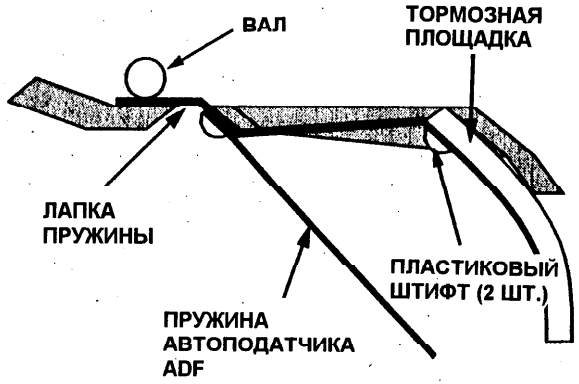

Рис. 1. Тормозная площадка.
3. Снимите два пластиковых штифта, крепящих тормозную площадку (Рис. 1).
1. Установите на место тормозную площадку и пружину так, чтобы лапка пружины была расположена под пружиной автоподатчика ADF и под валом (Рис. 1).